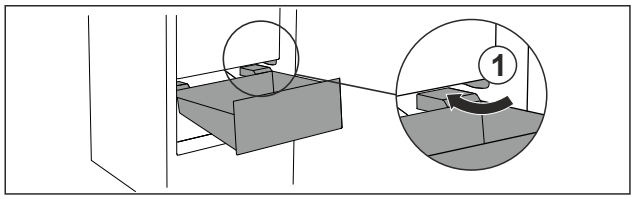

Fig. 17
- ▶ Guider le tiroir en biais en contournant les butées *Fig. 17 (1)*.